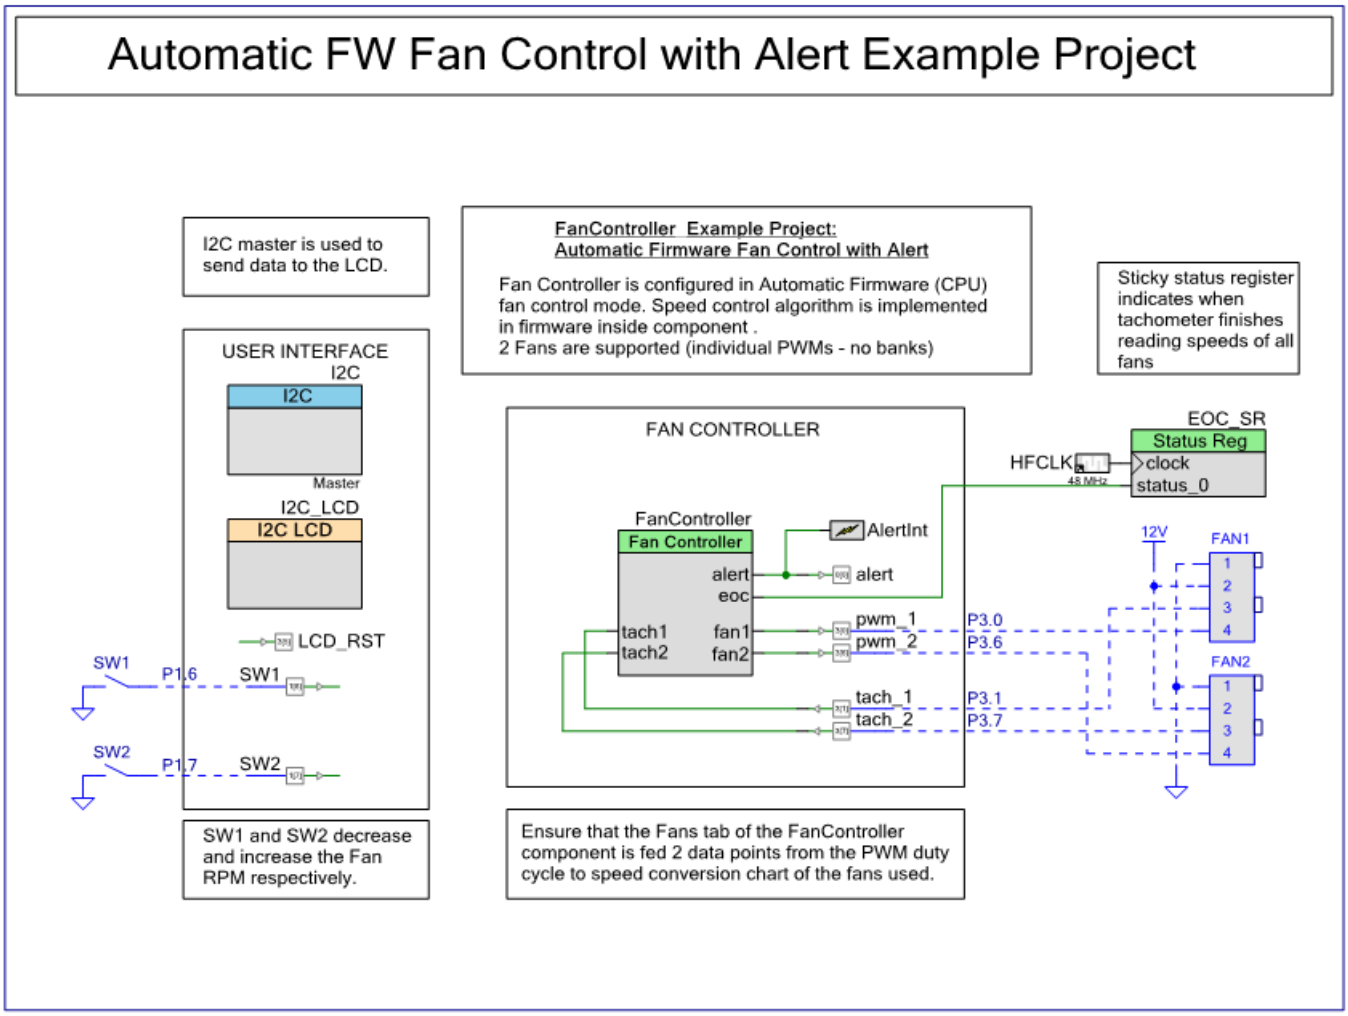

Figure 1. TopDesign schematic
1. Connect two 4-Wire Fans to the appropriate pins as shown in Figure 1. Note that if using the PSoC Thermal Management EBK (CY8CKIT-036), this should be connected to Port A on the CY8CKIT-001.
The TopDesign schematic looks as shown in Figure 1 below. The Character LCD with I^2C Interface is configured in its default mode. The FanController is set to Automatic Firmware (CPU) Control. Stall and Speed Alerts are enabled in the 'Basic' tab of the configuration window. In the 'Fans' tab, 2 10-bit PWM outputs are defined. It is crucial to enter two data-points from the duty-cycle-to-RPM curve corresponding to each fan being controlled. These values are typically provided by the fan manufacturer and documented in the fan datasheet. SW1 and SW2 are chosen as digital input pins, and control the RPM of the fans. The tach_1 and tach_2 digital input pins serve as indicators of the Fan RPM; while digital output pins,